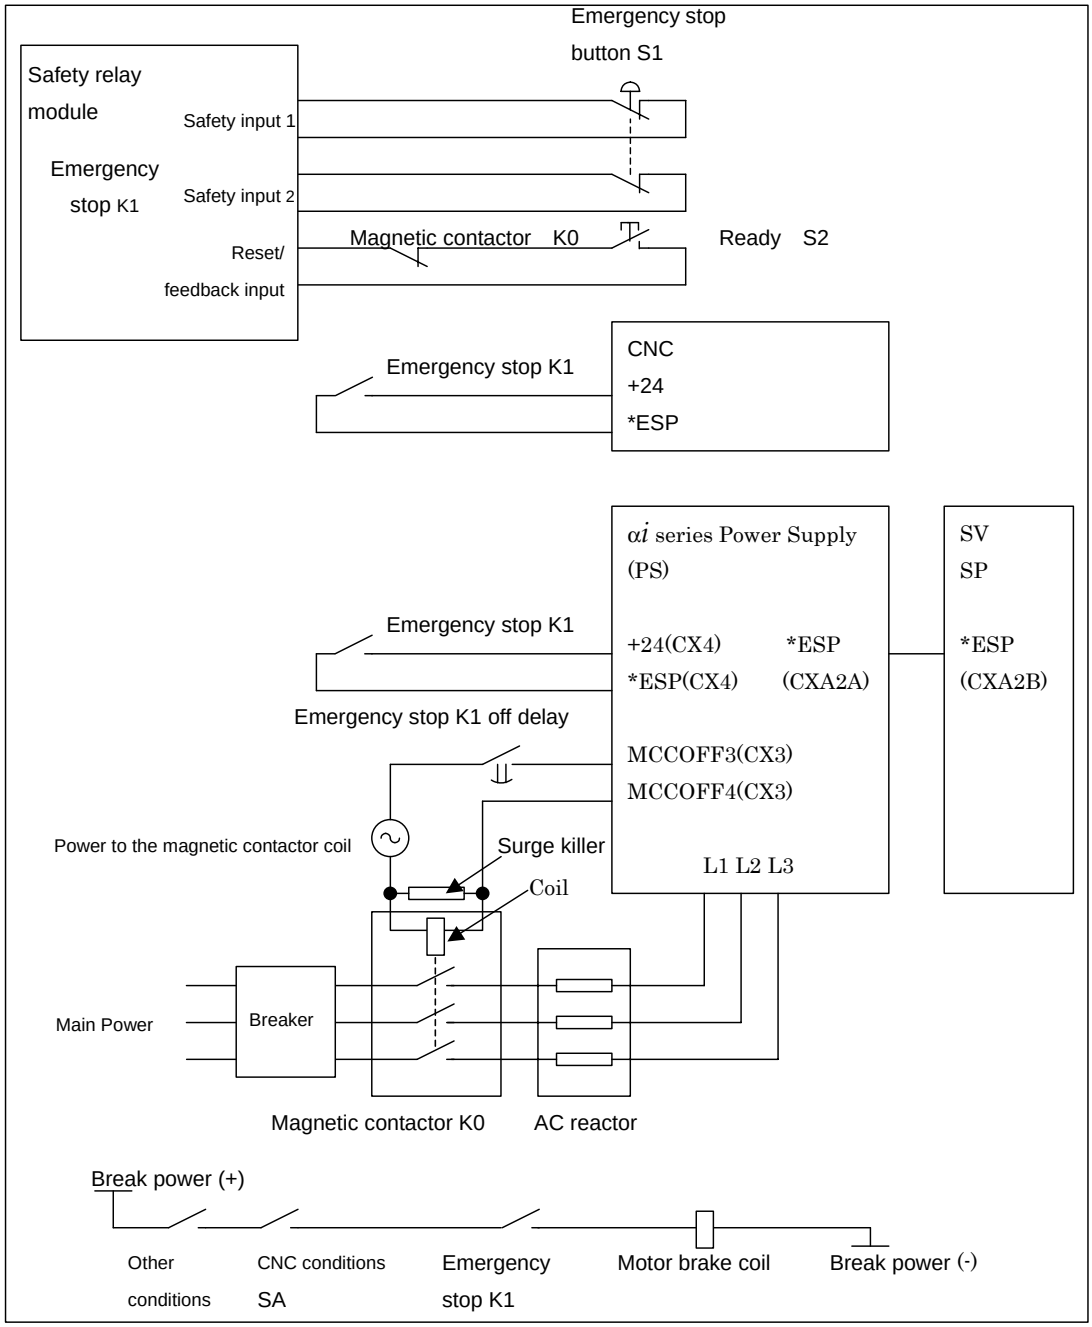

Fig. 10.5(a) Example of connections with an αi series servo amplifier
When the emergency stop signal (*ESP) contact opens, the CNC controller enters the emergency stop state, and the servo and spindle motors stop. In case of Fig. 10.5(a) or 10.5(b) or 10.5(c), the spindle motor power is shut off after the spindle motor is decelerated to a stop (Category 1 stop). Meanwhile, the servo motor is forced to be a dynamic stop as a rule (Category 0 stop). By setting relevant parameter, however, it is also possible to decelerate the servo motor to a stop, and then to shut off the servo motor power (Category 1 stop).
The example of the emergency stop signal circuit showed in Fig.10.5(a) or Fig. 10.5(b) or Fig. 10.5(c) complies with the requirements of the safety standard ISO13849-1, Performance Level(PL) c or d. However, when calculating PL value concretely, the calculation should be based on the safety standard ISO13849-1 with the reliability data provided by each parts supplier. In case for the reliability data of CNC, please contact FANUC sales office.